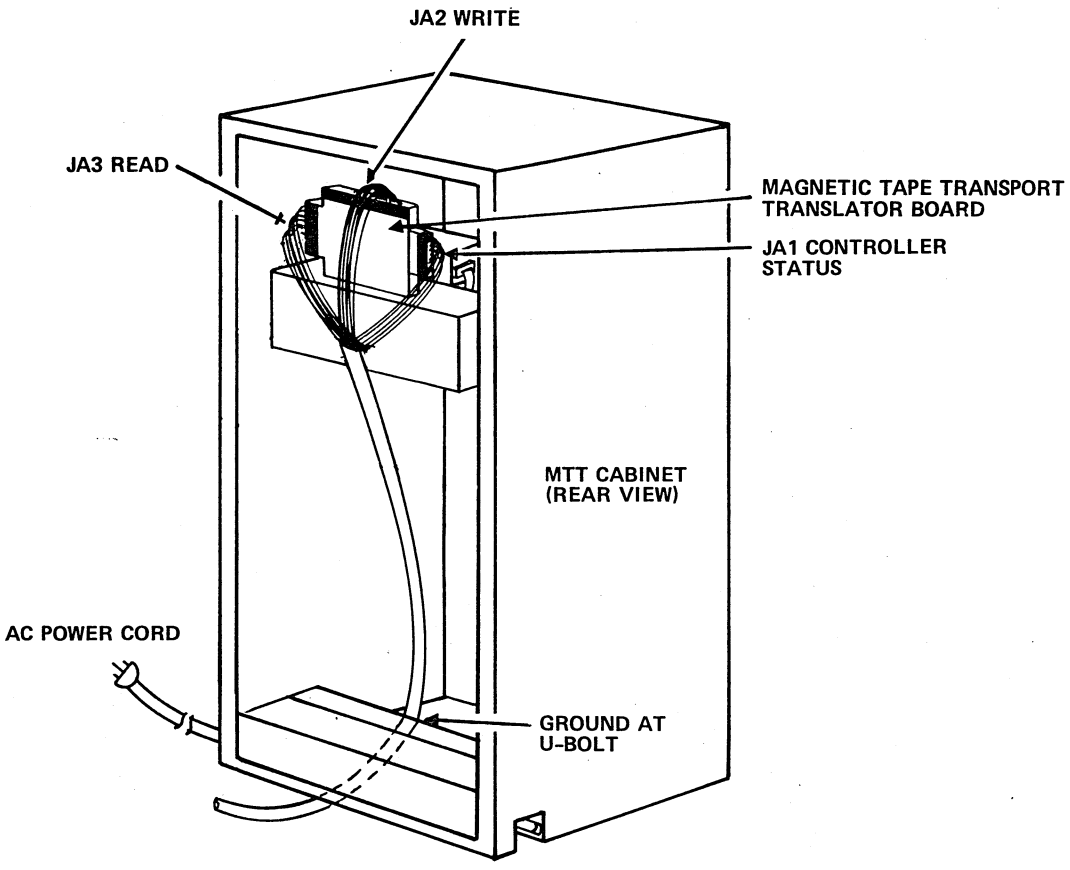

Figure 9-14. Translator Board Connections
2. Attach the translator board housing using the attaching hardware (4-40 screws, lock washers, flat washers, and spacers) on the top of the bracket attached to the power supply bracket. Attach the translator board with the components facing the front of the cabinet (connector J1A toward the right, figure 9-14).
3. Attach the cable connectors (part no. 96753942) to the translator board connectors (figure 9-14).